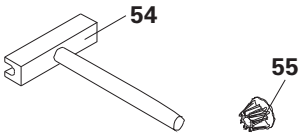

Rys. B8.02
- Klucz do ściągów (54) umożliwia obsługę ściągu przez jedna osobę z jednej strony.
- Zatyczki (55) do zamykania niewykorzystanych otworów po ściągach. (Rys. B8.02)